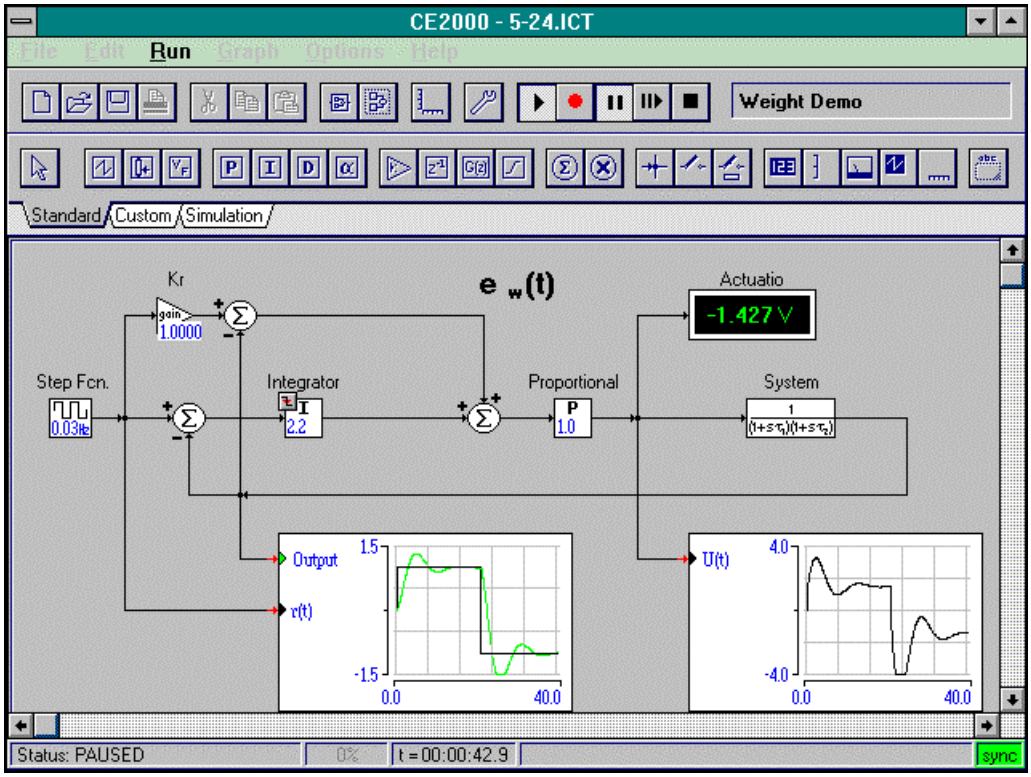
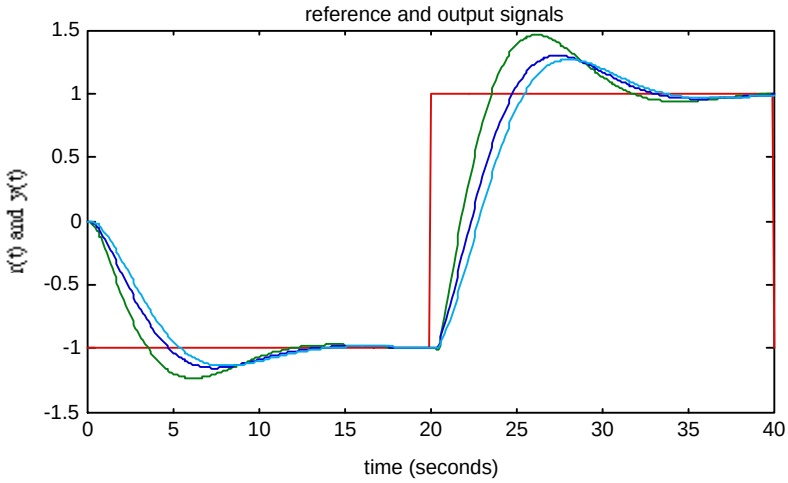

Figure 10. PI controller with reference-weighting
Figure 11. Reference and Output of a PI Controller with reference-weighting for values of Kr =2 (green trace), 1(dark blue trace), 0.5(light blue trace).
The figure 10 shows reference weighting in a system with a proportional plus integral (PI) controller.
The behaviour of the control system shown in figure 10 is given for various setpoint-weighting gains (K_r) in Figure 11, 12. The main idea from these pictures is that by increasing K_r the output reaches the setpoint more quickly. but without changing the loop gain.